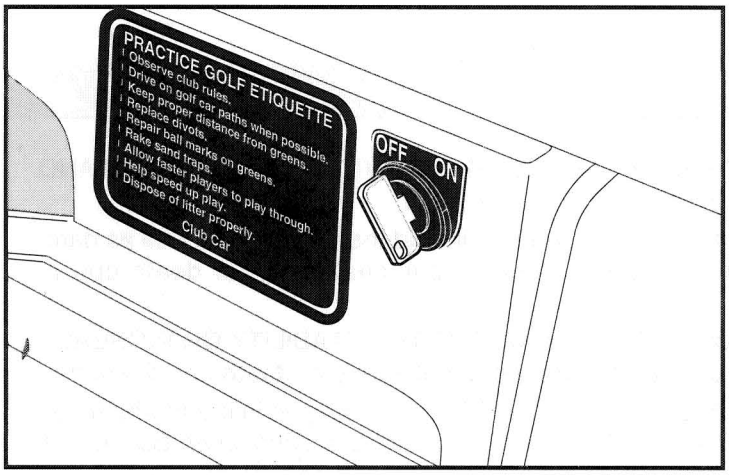

Figure 4
The key switch is mounted on the dash to the right of the steering column (See Figure 4). It has two (2) positions, "OFF" and "ON", which are clearly labeled.